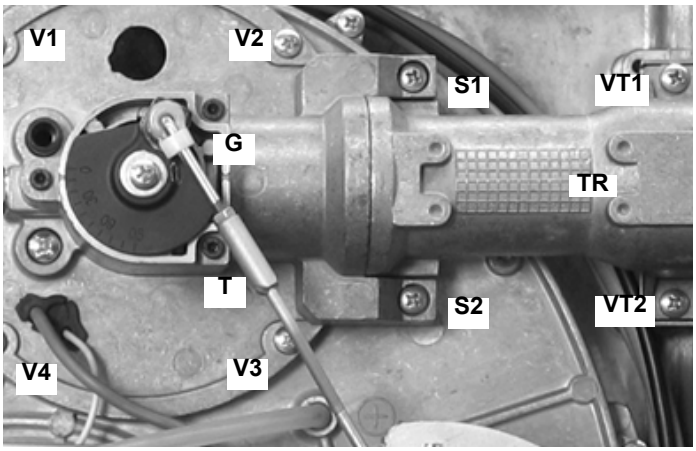
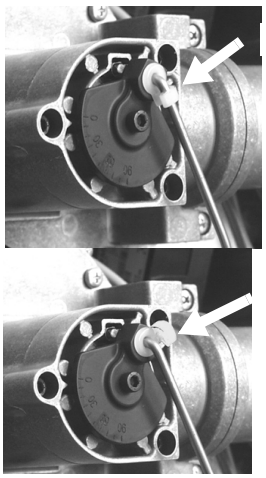

Рис. 65
Рис. 66
- Снятие, контроль и очистка головки сгорания (см. Рис. 65 и последующие рисунки)
1 Разблокировать с помощью пластмассового фиксатора **G**, болт **T** (Рис. 65 - Рис. 66) регулирования дроссельного газового клапана и вынуть его из гнезда, вытянув наружу.
2 Снять винты **V1**, **V2**, **V3**, **V4** и пару винтов **S1** и **S2** (Рис. 65).